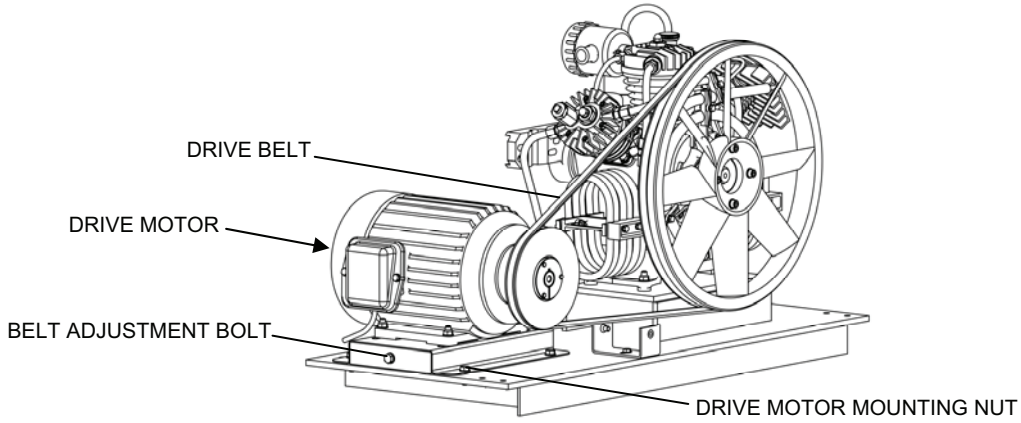

Figure 10. Compressor Belt Tension Adjustment.
12. Loosen the compressor belt tension (Figure 10):